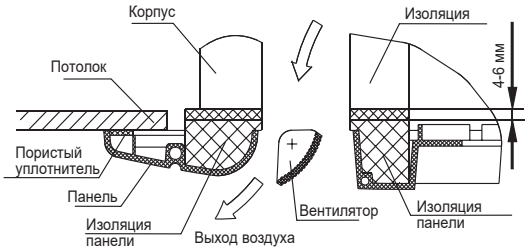

Рис. 2.9
- Затягивайте крепежи до тех пор, пока толщина пористого уплотнителя, расположенного между корпусом блока и панелью не уменьшится до 4-6 мм. Край панели при этом должен плотно соприкасаться с пото-лочной конструкцией (Рис.2.9).